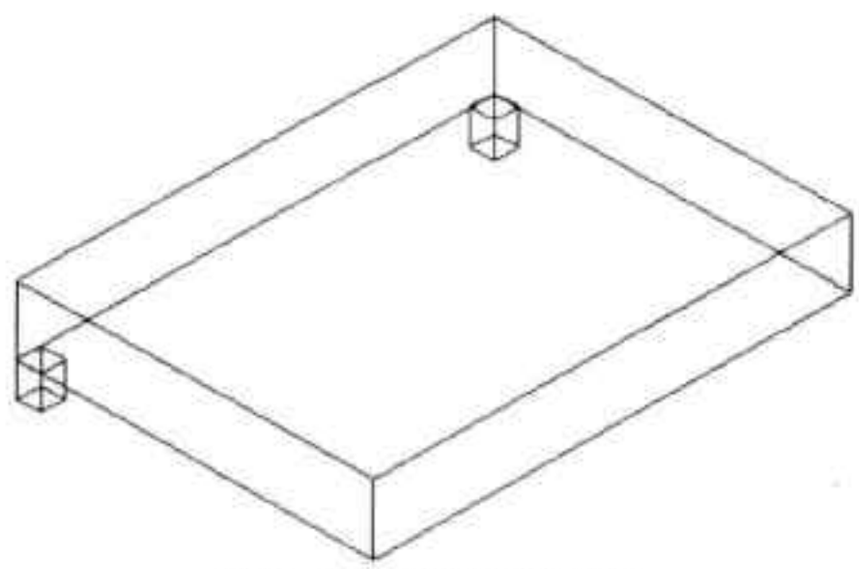

图14-58 镜像复制床腿
Step05 按回车键，即可将床腿实体进行镜像复制，如图 14-58 所示。